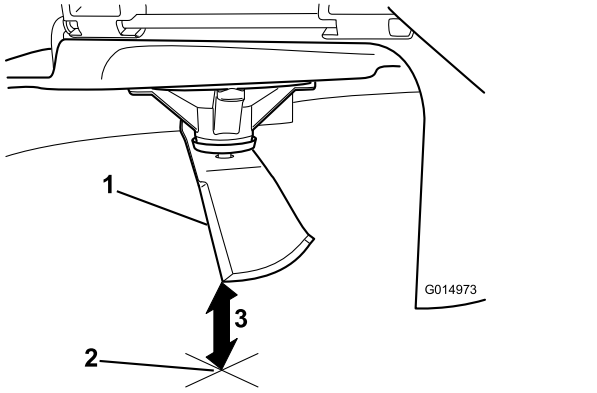

Figura 55
5. Meça da ponta da lâmina até à superfície plana (Figura 55).